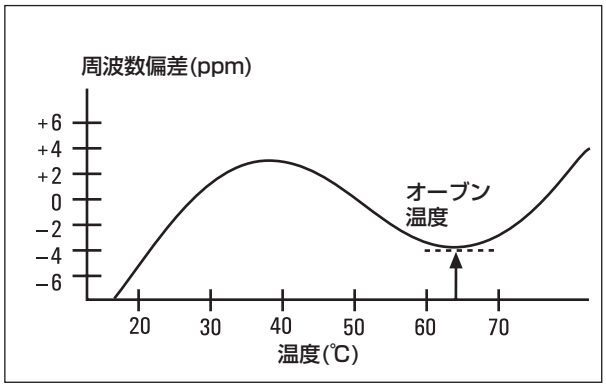

図1：　保護のないクリスタルの周波数出力は、周囲温度の影響を受けて大きく変動することがある。クリスタルを制御された温度環境(オーブン)に置くことによって、安定度の高い出力周波数が得られる。
- **オーブン制御。**発振器出力を安定させるための最も効果的な方法は、クリスタルをいわば温度のローラーコースタから降ろしてしまうことです。これは、温度応答曲線(図1)中のある温度に保ったオーブンの中に、クリスタルを分離することによって行います。その結果、例えば0.0025ppm(1MHz信号での±0.0025Hz)などの高度なタイムベース安定度が得られます。